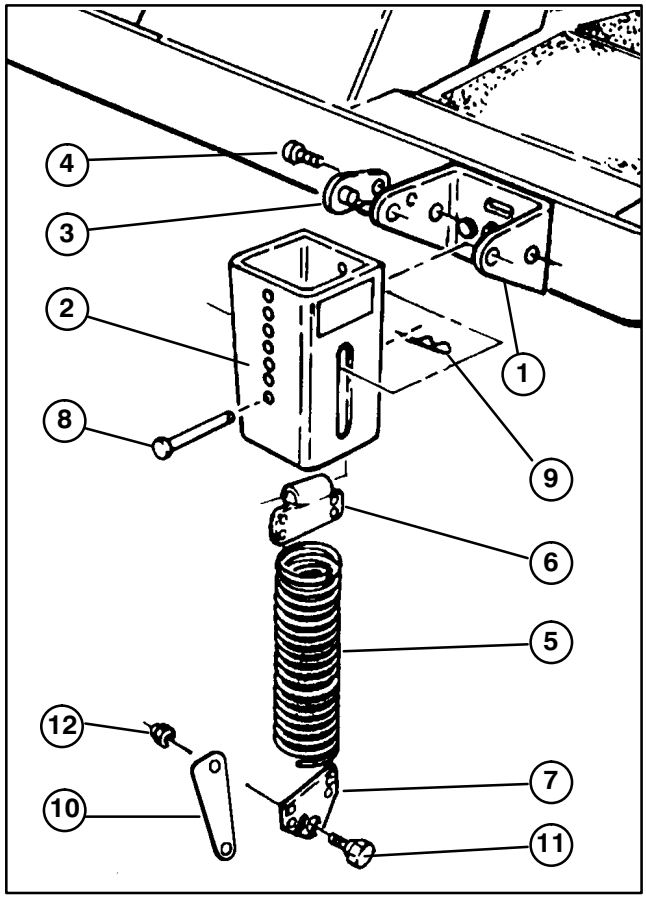

Figure 11
4. Thread the top extension spring coil into the top spring end holes and the bottom extension spring coil into the bottom spring end holes (Fig. 11).
5. Mount knee link to lower spring end with wide part of knee link pointing forward and spring end stop pointing forward. Secure knee link to outer to outer side of spring end with a shoulder bolt and locknut (Fig. 11, 12).
7. Align slotted holes in the spring cover (slot toward the bottom) with the mounting bracket holes. Insert lock pin assemblies into the bracket holes and secure each to the bracket with self−tapping screws (Fig. 11). Torque the screws to 20 ft−lb.
8. From the bottom, insert the spring and top spring end into the spring cover. Select a hole that matches the cutter deck height−of−cut setting; i.e., top cover hole matches the highest height setting, bottom cover hole the lowest, etc. Align the top spring end hole with the selected spring cover holes and insert the clevis pin to secure the spring inside the cover (Fig. 11). Secure clevis pin with a hair pin cotter.